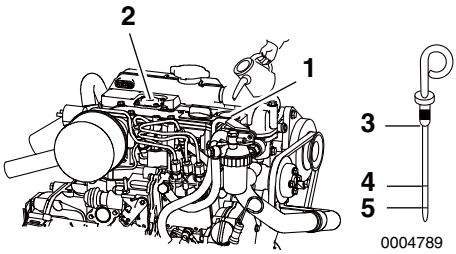

Figur 6
2. Fjern oliepinden **(Figur 6, (3))**, og tør den af med en ren klud.
4. Fjern oliepinden. Oliestanden bør være mellem øverste **(Figur 6, (4))** og nederste **(Figur 6, (5))** streg på oliepinden.
1. Fjern det gule oliepåfyldningsdæksel fra påfyldningsmundingen **(Figur 6, (1))** på vippearmens dæksel **(Figur 6, (1))**, og fyld motorolie på.
2. Fyld motorolie på indtil den øvre grænse **(Figur 6, (4))** på oliepinden **(Figur 6, (3))**.